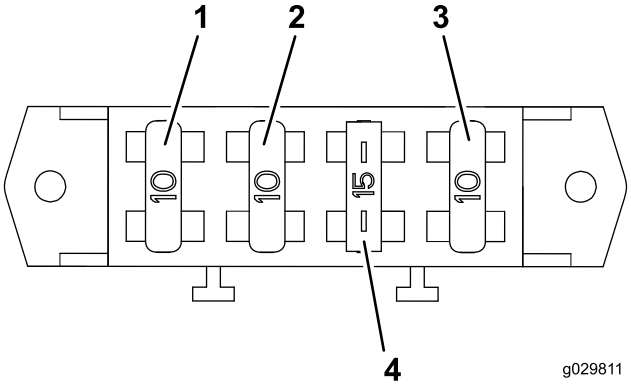

Figur 41
1. Sæt de 3 (10 A) og 1 (15 A) sikringer i sikringsdåsens åbning (Figur 41).